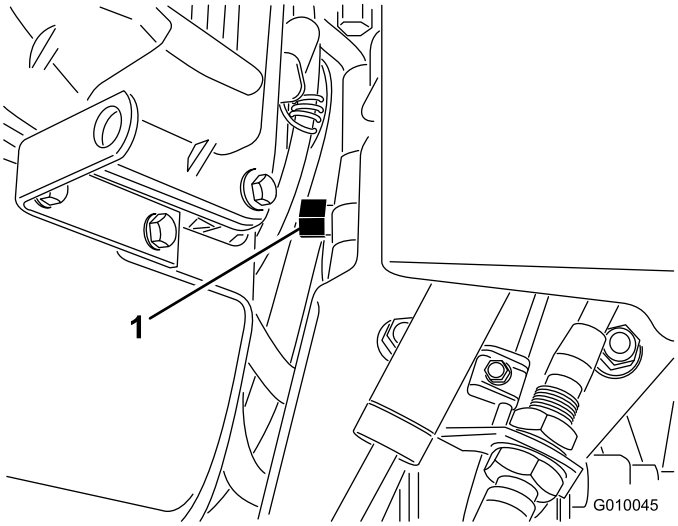

Rysunek 30
2. Zlokalizuj zawór obejściowy pomiędzy silnikiem i pompą hydrostatyczną (Rysunek 30).
3. Za pomocą klucza 5/8 cala obróć zawór obejściowy w lewo o 1 obrót. Umożliwi to ominięcie pompy przez olej hydrauliczny i obracanie kół (Rysunek 30).
5. Aby użyć aeratora ponownie, obróć zawór obejściowy w prawo o jeden obrót (Rysunek 30).